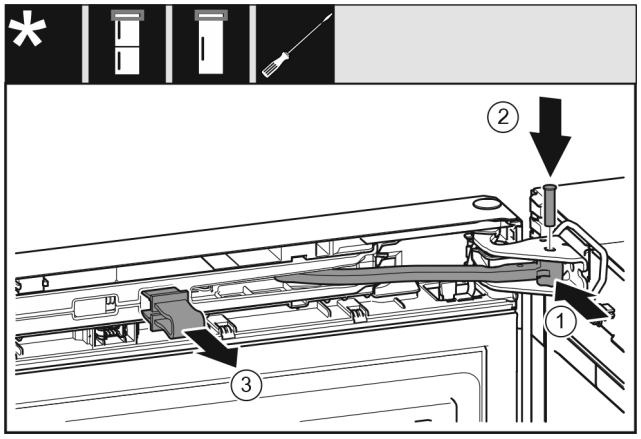

Fig. 22
▶ Pagrieziet šarnīru *Fig. 22 (1)* gultņa balstā.
▶ Ievietojiet tapu *Fig. 22 (2)* gultņa balstā un šarnīrā. Uzmaniet, lai fiksācijas izcilnis pareizi atrastos rievā.
▶ Noņemiet aizturi *Fig. 22 (3)*.